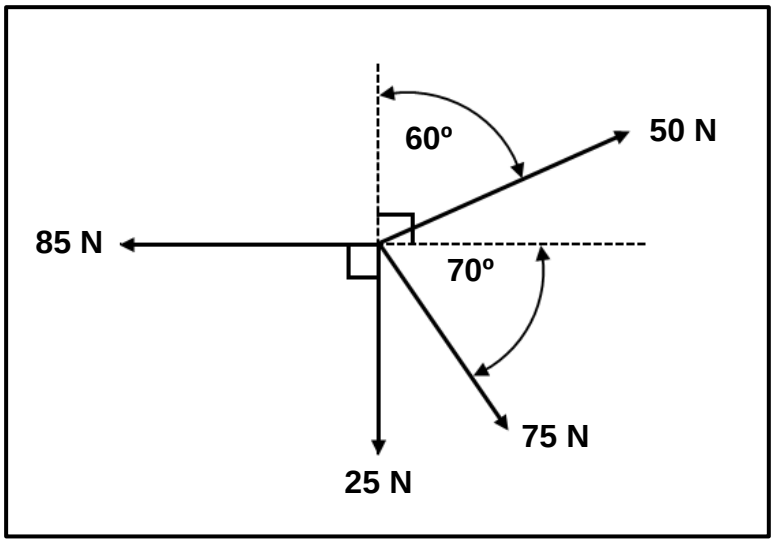

FIGUUR 8.1 (15)
8.1 FIGUUR 8.1 hieronder toon 'n stelsel van vier kragte wat op dieselfde punt inwerk. Bereken die grootte en rigting van die resultant vir hierdie stelsel van kragte.
WENK: Teken en voltooi die diagram in FIGUUR 8.1. Toon AL die horisontale en vertikale komponente voordat die berekeninge gedoen word.